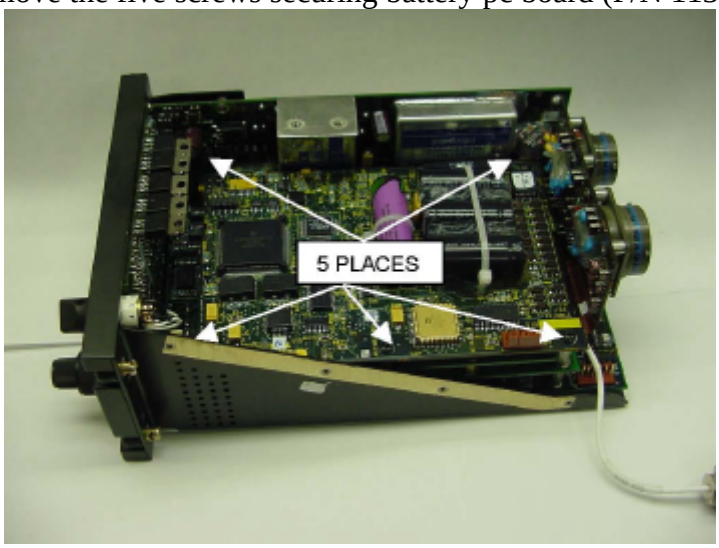

Figure 4
f. Remove the five screws securing battery pc board (P/N 11340641) (Fig. 4).